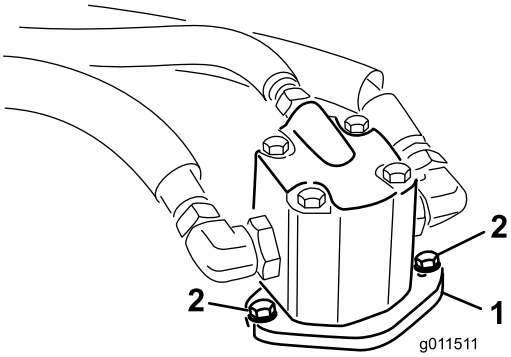

Bild 70
4. Entfernen Sie die Schrauben, mit denen der Hydraulikmotor am Mähwerk befestigt ist (Bild 70).